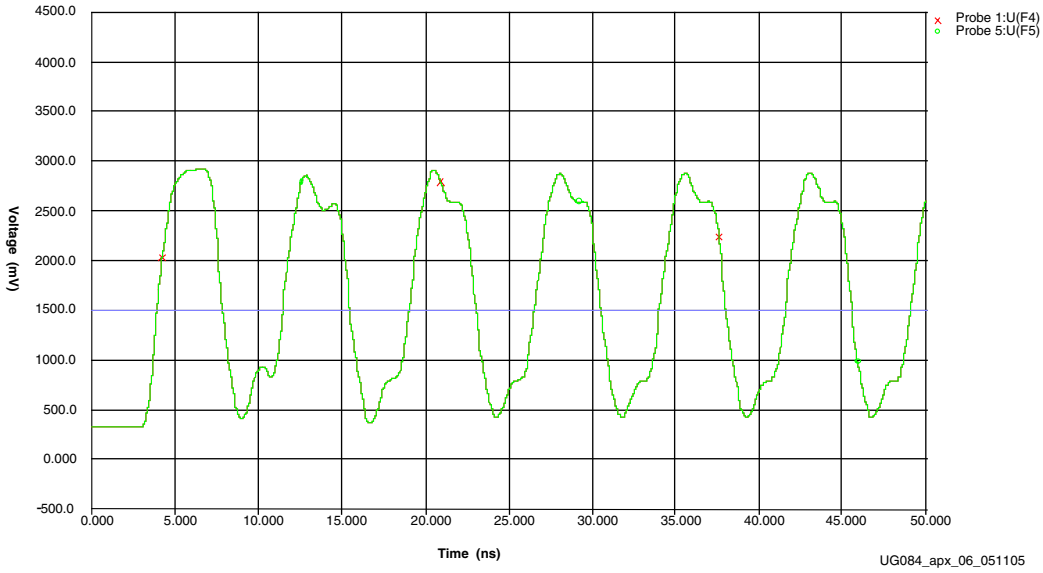

Figure A-6: **Top and Bottom Jumpers are Transmission Lines (Hard Routed through Nets)**
- Figure A-6, Top and Bottom Jumpers are Transmission Lines (Hard Routed through Nets)
In Figure A-6, the waveform shows either destination pin U10.C13 or U10.D2.